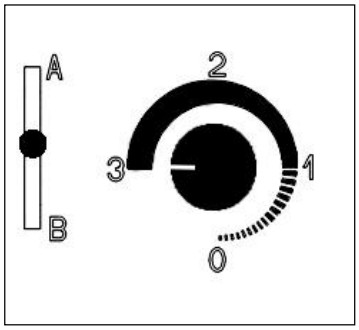

Fig. 1: Encendido y recarga
Paso 2: Abra el botón para el control de la combustión posicionándolo a la izquierda. Éste botón debe girarse de forma manual o bien pulsando la tecla ▲ del mando a distancia (opcional). (Ver Fig. 1)